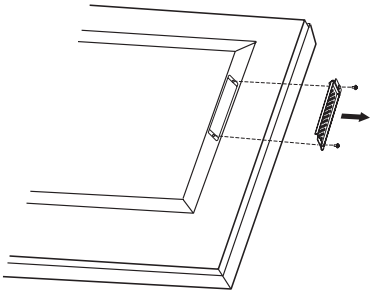

Rys. 1
2. Zdejmij pokrywę gniazda, wykręcając wkręty (**rys. 1**).